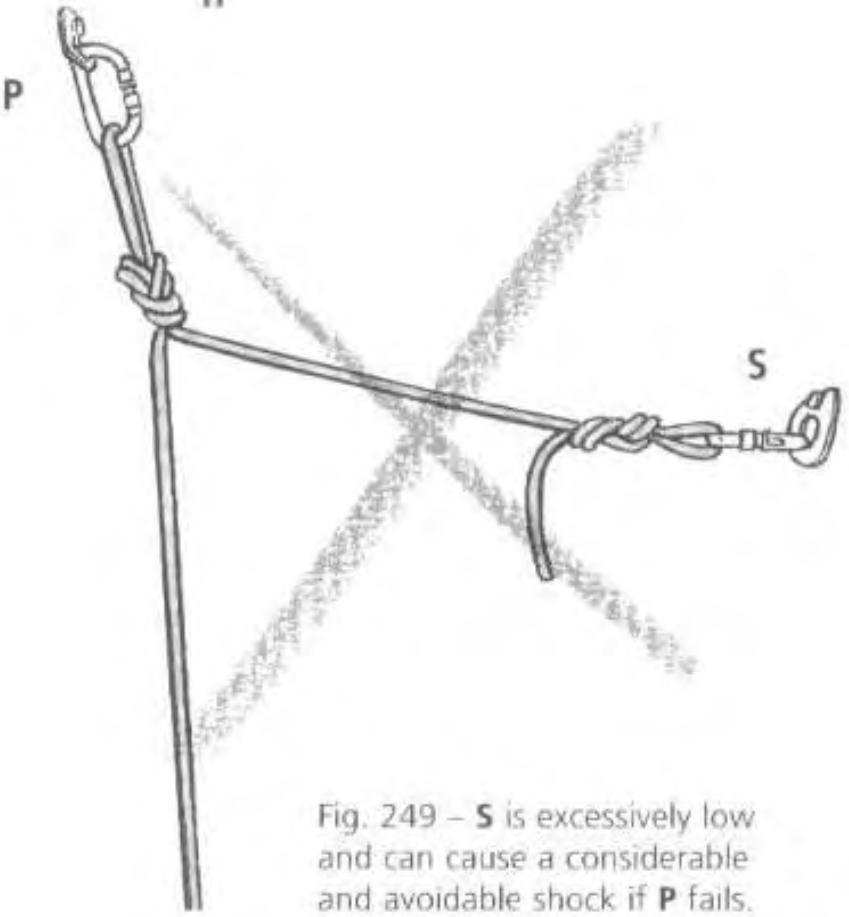

Fig. 249 – **S** is excessively low and can cause a considerable and avoidable shock if **P** fails.
- Never place the central knot higher than the secondary anchor (fig. 249).